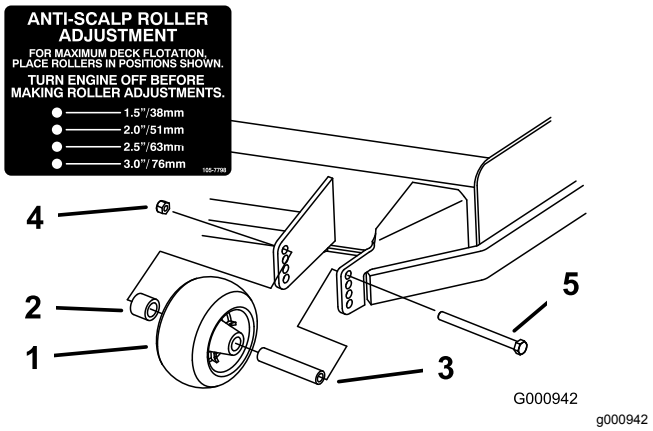
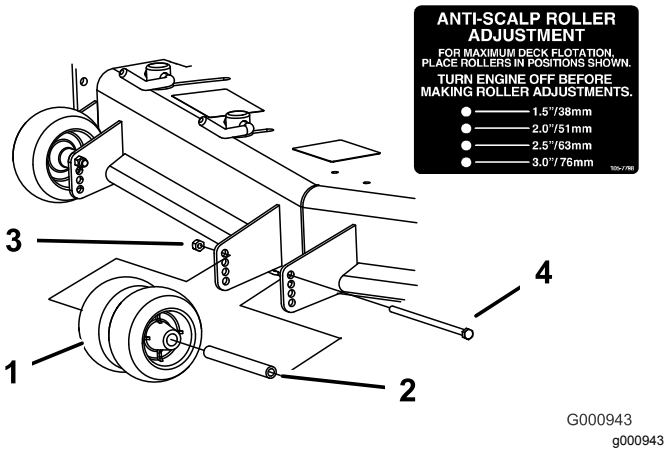
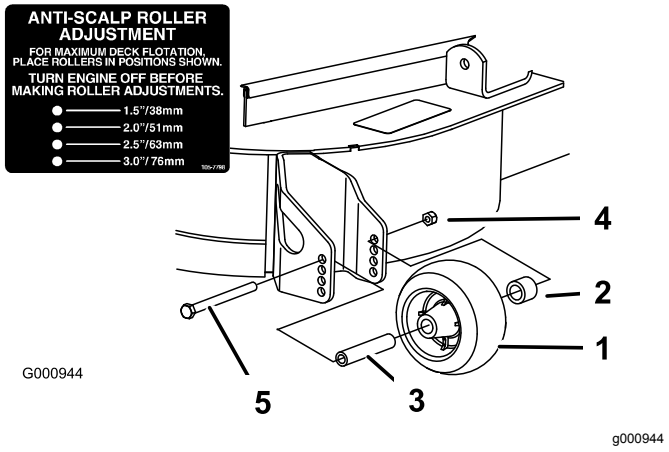

Figur 30
Figur 31
Figur 32
3. Juster antiskalperingsvalsene som vist i Figur 30, Figur 31 og Figur 32.